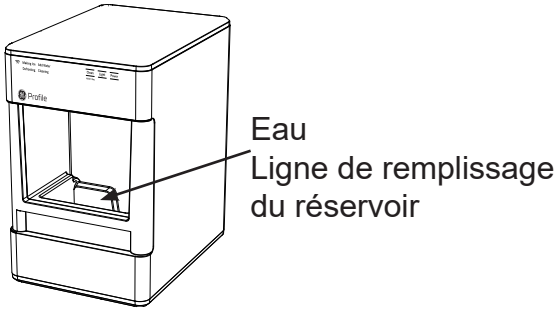

Figure 2
4. Branchez l'Opal et glissez le commutateur arrière à la position « clean » (nettoyer). Voir la figure 2.